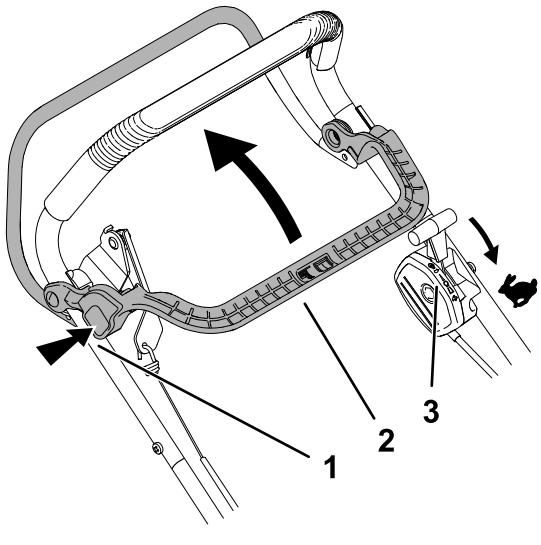

Figur 15
1. Påse at gasskontrollspaken er i HURTIG-stillingen (Figur 15).
2. Trykk på BBC-låseknappen og trekk BBC-kontrollspaken tilbake mot håndtaket (Figur 15).